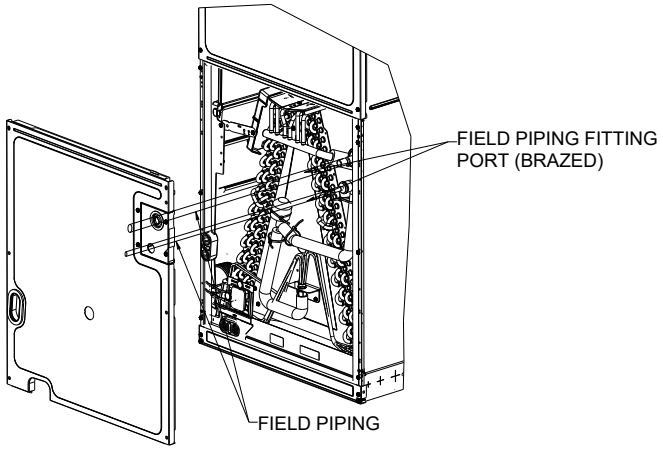

**Figure 14**
- Slide the front panel (lower) along the field piping until it is far enough away that it will not be affected by heat from the brazing, as shown in Figure 14.